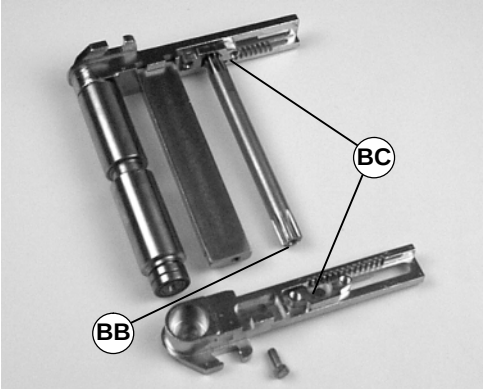

Abbildung 44
WICHTIG: Bei einer Spannenden–Baugruppe darauf achten, daß die Bauteile richtig ausgerichtet werden, um der werkseitigen Ausrichtung zu entsprechen. Die Seite des Ritzels mit dem Gewindeloch (BB siehe Abbildung 44) so ausrichten, daß sie wie gezeigt zur abmontierten Deckplatte zeigt. Darauf achten, daß beide Ritzelgehäuse (BC) auf ihrer jeweiligen Zahnstange die gleiche Zahnposition einnehmen (siehe Abbildung).